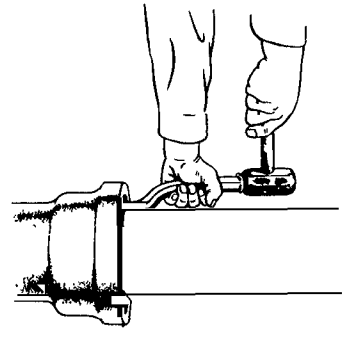

FIG. 49 – Note that caulking iron is held flat to the pipe
1. The "inside iron" is used first. It is important to hold this iron *flat to the pipe* as shown in Fig. 49. Use a 1½ to 2 lb. hammer and strike light, even blows.